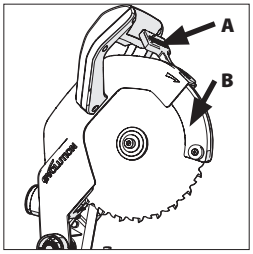
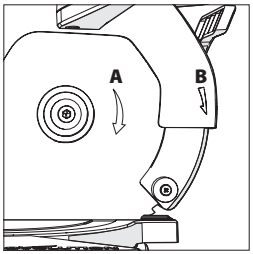

Abb. 28
Abb. 29
(Abb. 28) Setzen Sie das neue Sägeblatt auf den inneren Flansch und vergewissern Sie sich, dass es korrekt auf der Flanschschulter sitzt. Führen Sie anschließend den unteren Messerschutz langsam wieder in seine ursprüngliche geschlossene Position zurück. Stellen Sie sicher, dass der Richtungspfeil auf dem Sägeblatt (A) mit dem in den Uhrzeigersinn zeigenden Pfeil auf dem oberen Messerschutz **(B)** übereinstimmt. **(Abb. 29)**